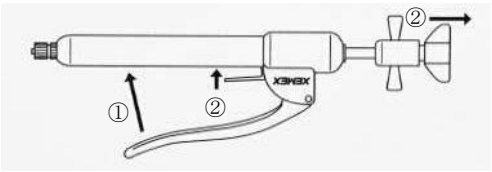

図 6：破石時のクラッシャーハンドル操作方法
2) 砕石は、クラッシャーハンドルのグリップレバーを握るか（図 6-①）、リリースレバーを押したままローテータを引き出すことにより行えます（図 6-②）。